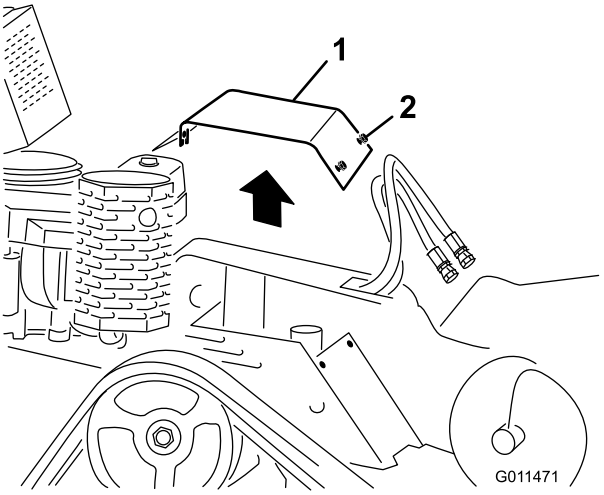

Bild 25
3. Lösen Sie nacheinander die drei Schrauben, mit denen die Abdeckplatte am Rahmen befestigt ist, bis die Abdeckung nicht mehr befestigt ist (Bild 25).
2. Schieben Sie die Abdeckplatte in die richtige Stellung und befestigen sie mit den drei vorher gelösten Schrauben (Bild 25).